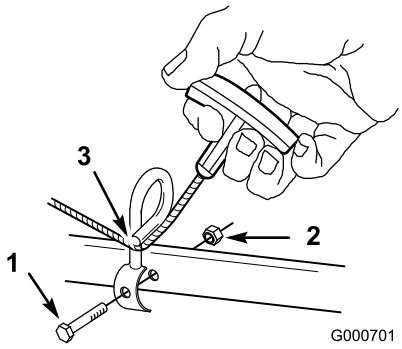

Figur 4
3. Säkra startsnörsguiden vid det nedre handtaget med en bult (1/4 x 1 3/4 tum) och låsmutter (1/4 tum) (Figur 4).
4. Dra startsnöret genom guiden (Figur 4).